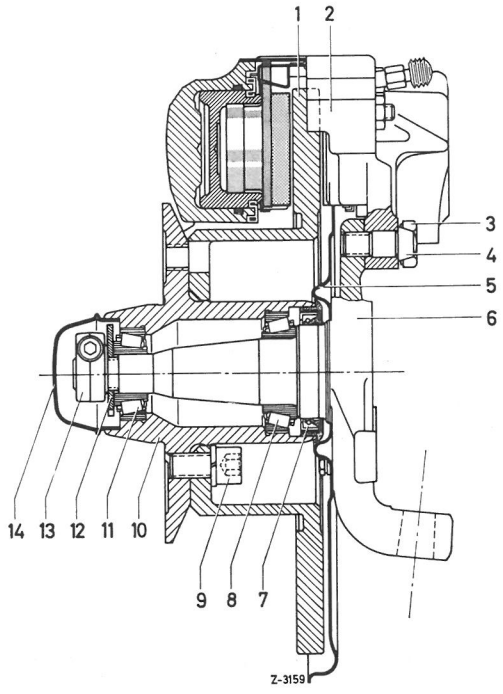

Fig. 42-3/3
Bremseslangen (6) løsnes på bremseledningen (2) og både bremseslange og bremseledning lukkes øjeblikkeligt med gummipropper (fig. 42-3/2).